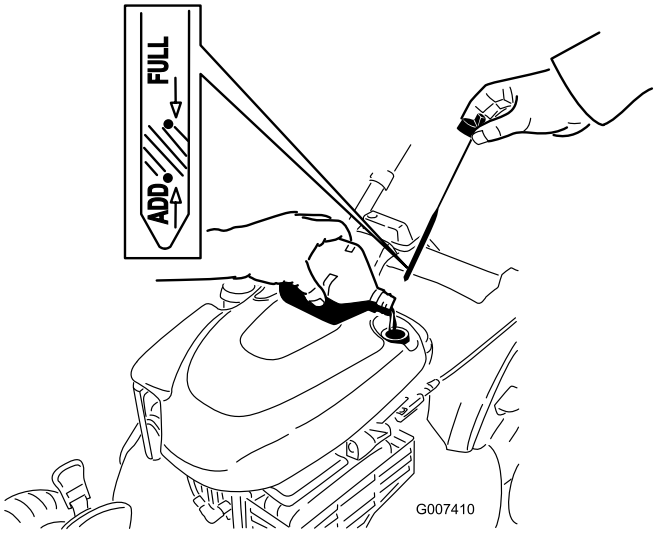

Figur 36
4. Hell olje **sakte** inn i oljepåfyllingsrøret til oljenivået når Full-merket på peilestaven (Figur 36). **Fyll ikke på for mye.** (Maks. påfyll: 0,59 l, type: SAE 30 rensende bilolje med API-serviceklassifisering SF, SG, SH, SJ, SL eller høyere.)